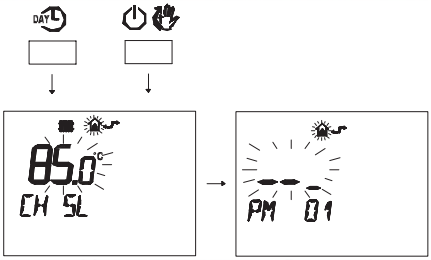

Fig. 7.40
- Press buttons DAY and ⏻ at the same time to enter transparent programming (Fig. 7.40).